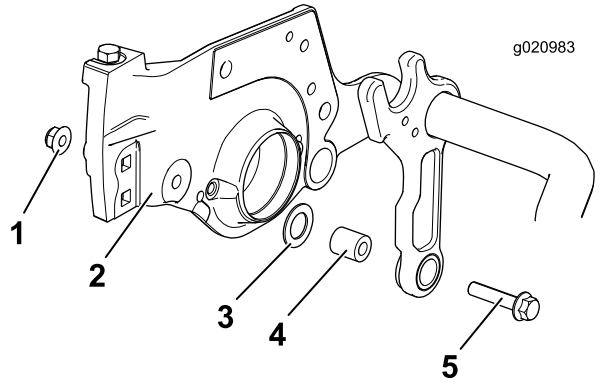

Figura 4
4. Retire a porca, anilha plana e espaçador existentes, eliminando o espaçador e guardando a porca e anilha plana (Figura 4).